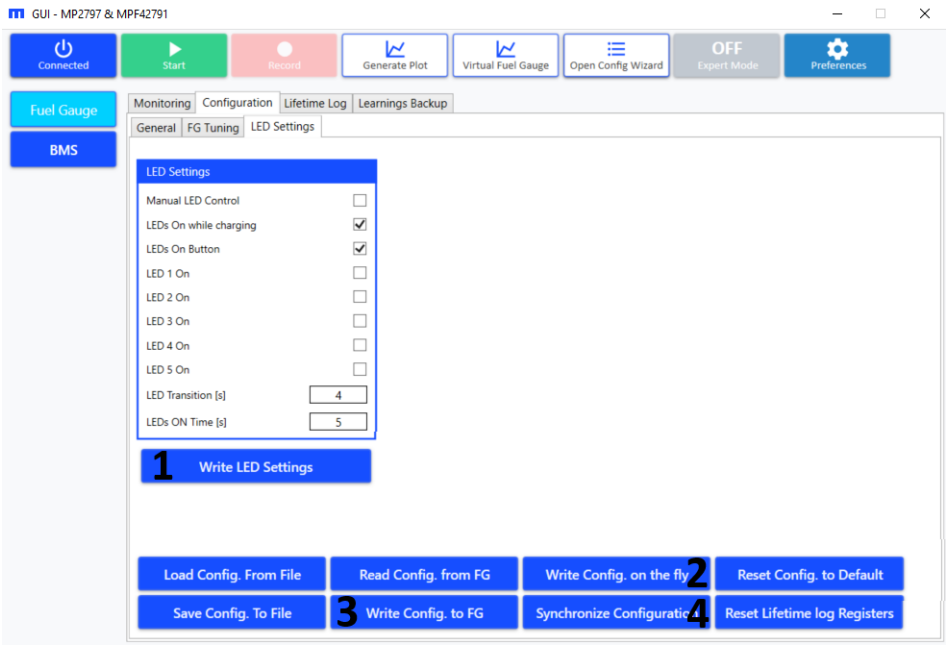

Figure 58: LED Settings
3. Set the LED parameters and write the values to the MPF4279x (see Figure 58 on page 45).
a. Click “Write LED Settings” (denoted as “1” in Figure 58 on page 45). Write the LED settings to the volatile memory of the MPF4279x. Note that these changes only last until they are overwritten, or a hardware reset occurs. This function can be used while reading is active.
b. Click “Write Config. on the fly” (denoted as “2” in Figure 58 on page 45). This writes both the fuel gauge settings and the LED settings into the volatile memory of the MPF4279x. Note that these changes only last until they are overwritten or a hardware reset occurs. This function can be used while reading is active.
Note that the changes written to the volatile memory can be stored to the NVM to be used as default values after the device experiences a hard reset (via a power reset or toggling the RST pin). To save the changes, click “Synchronize Configuration” (denoted as “4” in Figure 58 on page 45).
c. Click “Write Config. to Fuel Gauge” (denoted as “3” in Figure 58 on page 45). The settings under this tab are stored in both the volatile and the NVM of the MPF4279x, and are used as default values after the device experiences a hardware reset (see Section 3.7 on page 37 for more details).